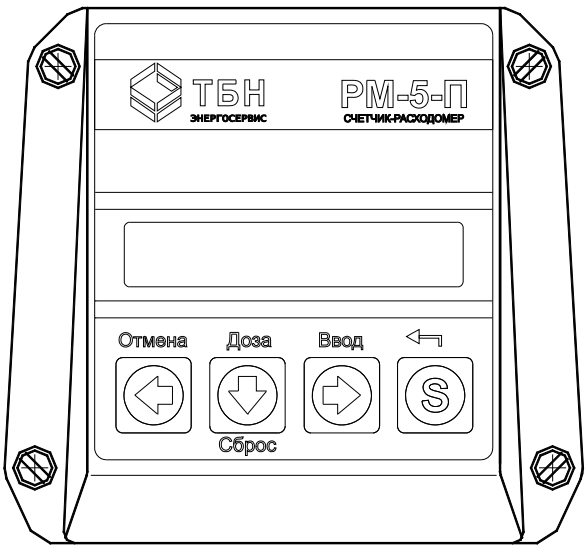

Рисунок 2 — Внешний вид электронного блока с вычислительным устройством
1.2.3.4 Если предусматривается ручное управление РМ-5-П, то на передней панели вычислительного устройства размещаются индикатор и четыре кнопки управления (рисунок 2). Подробнее об этом говорится в приложении Ж.